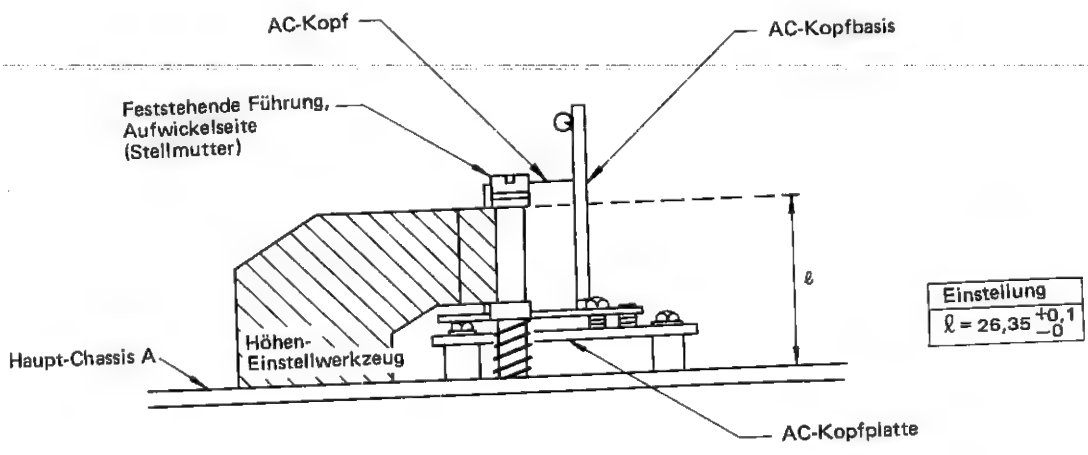

Abb. 32
1. Das Höhen-Einstellwerkzeug auf dem Haupt-Chassis A anbringen (siehe Abb. 32).